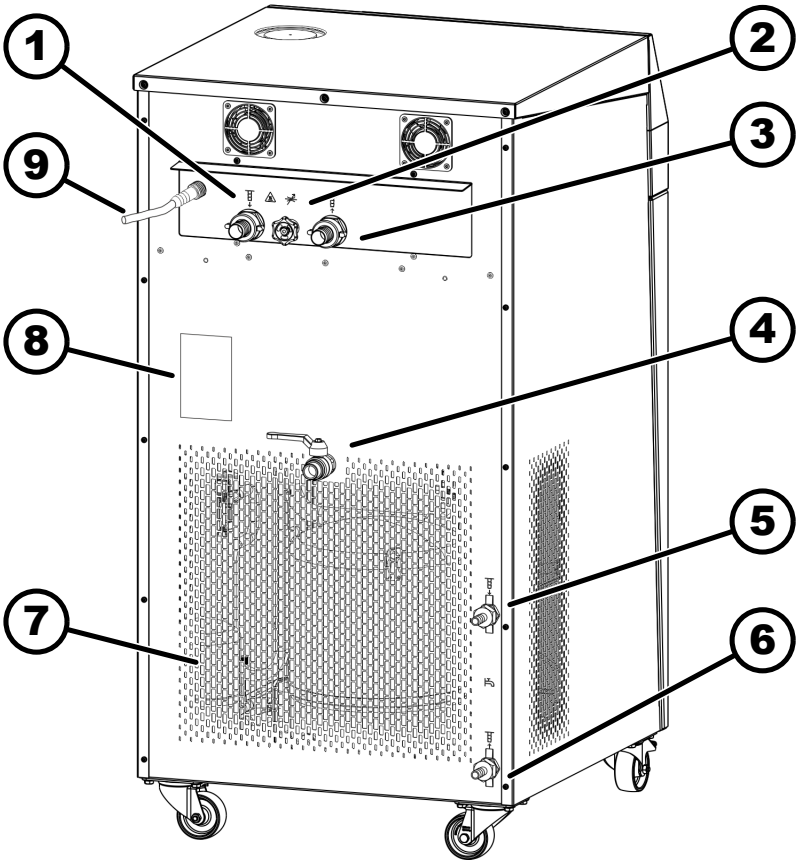

Abb. 6: Rückseite VC 10000 W
9. **Bild 6:** Die Rampe muss dicht an der Palette sitzen. 2 Personen treten mit ihren Schuhen rechts und links auf die Führungsleisten der Rampe und sichern sie somit vor dem Abrutschen. Schieben Sie das Gerät vorsichtig, mit der Frontseite zuerst ⑪, von der Transportpalette herunter.